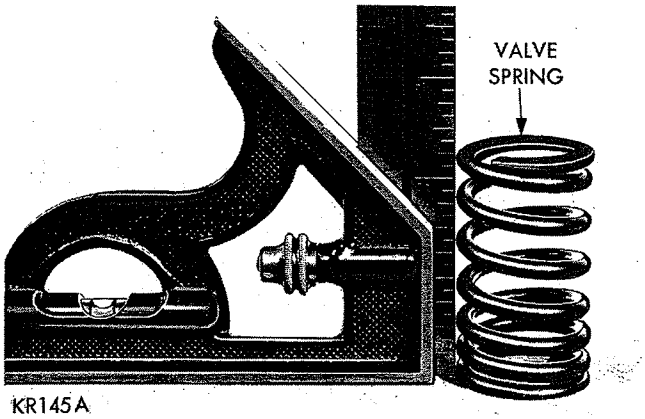

*Fig. 17—Inspecting Valve Spring Squareness*
(1) Whenever valves are removed for inspection, reconditioning or replacement, the valve springs should be tested. As an example, the compressed length of the spring to be tested is 1 15/32 inches. Turn the table of Tool C-647 until the surface is in line with the 1 15/32 inch mark on the threaded stud and the zero mark to the front. Place the spring over the stud on the table and lift the compressing lever to set the tone device. Pull on the torque wrench until a ping is heard. Take the reading on torque wrench at this instant. Multiply this reading by two. This will give the spring load at the test length. Fractional measurements are indicated on the table for finer adjustments. The valve springs should test 187 to 203 pounds when compressed to 1 15/32 inch. Refer to specifications to obtain specified height and minimum allowable tension. Discard the springs that do not meet specifications.
(2) Inspect each valve spring for squareness at both ends with a steel square and surface plate (Fig. 17).
(3) If the spring is more than 1/16 inch out of square, install a new spring.